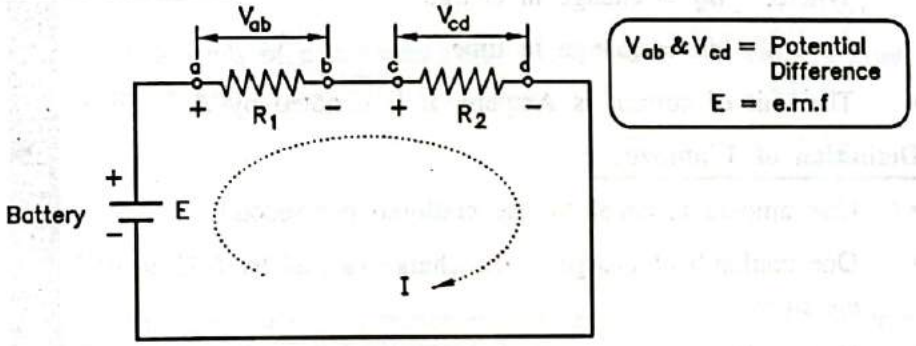

FIG. 1.2
- In Fig. 1.2 current of I ampere flows through the circuit due to emf $E$. Due to this current flow, potential difference $V_{ab}$ is produced across two terminals of resistor $R_1$ and potential difference $V_{cd}$ is produced across two terminals of resistor $R_2$.